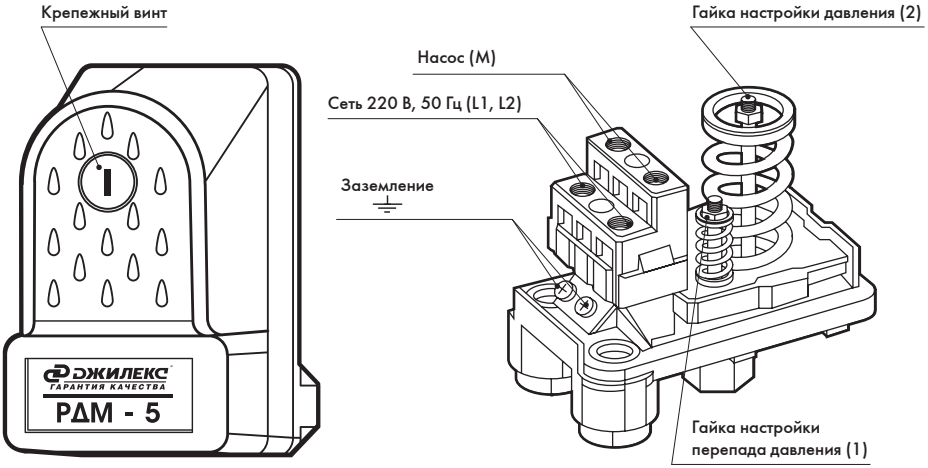

Рисунок 6
- отвинтив крепежный винт (рисунок 6), снимите крышку реле. Верхний и нижний предел давления «РДМ-5» регулируется гайкой (2), фиксирующей положение пружины. Чтобы увеличить значение верхнего и нижнего предела дав-